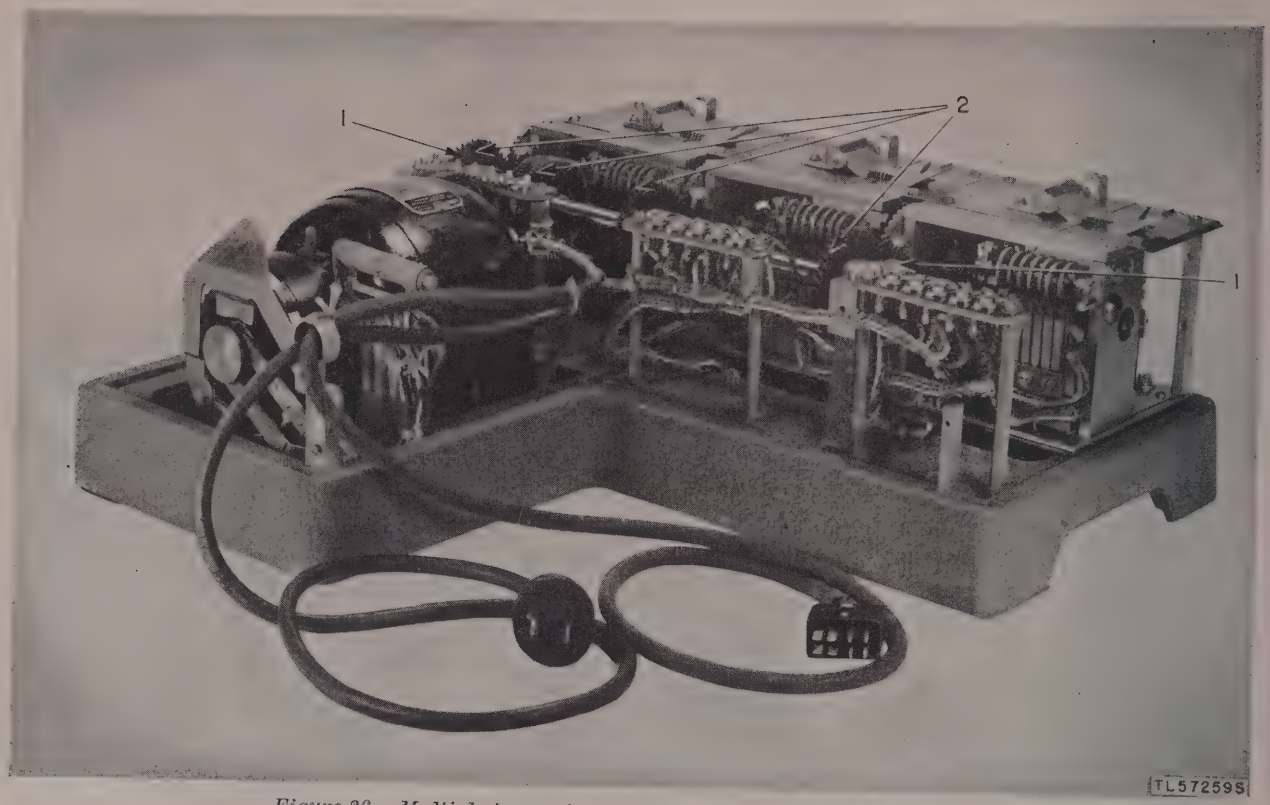

Figure 36. Multiple transmitter distributor base, lubrication points.
(1) Use a cloth, brush, and solvent (SD) to clean the base and main-shaft gears and bearings. Remove the two felt wicks in the bearing oil holes and clean and rinse the wicks in the cleaning fluid; allow the wicks to dry and replace them in their holes.
(2) Lubricate the multiple transmitter distributor base as specified in paragraph 88*e*, figure 36.
e. Multiple Transmitter Distributor Base (fig. 36).